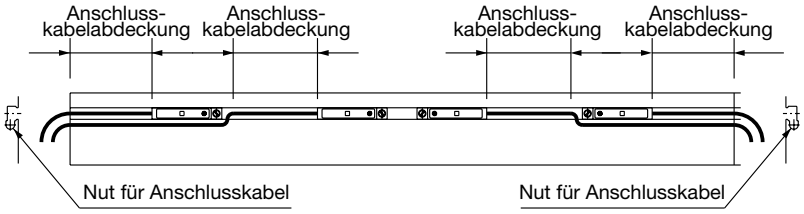

Abbildung 1. Signalgeber-Einbaulage
Bei Verwendung mehrerer Signalgeber ist unbedingt die Anschlusskabelnut zu verwenden und die Anschlusskabel müssen am Zylinderende herausgezogen werden. (Die fett gedruckten Linien in Abbildung 1 stellen die Anschlusskabel dar.)
2. Schneiden Sie die Anschlusskabelabdeckung mit einem Cutter oder einem Schlauchschneider auf die gewünschte Länge zurecht (Siehe Abbildung 1.)